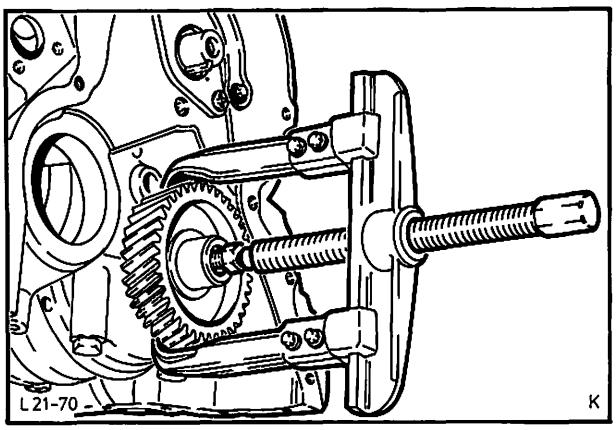

Abb. 271 Kurbelwellenzahnrad abziehen
14. Schraube – Nockenwellenzahnrad entfernen und Zahnrad von Hand abziehen. Am V4-Motor zusätzlich Ausgleichwellenzahnrad von Hand abziehen. Anschließend Kurbelwellenzahnrad mit einem handelsüblichen Werkzeug abziehen, Abb. 271.